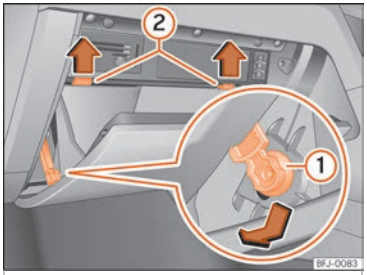

Fig. 103 Cassetto portaoggetti (volante a destra): accesso alla scatola dei fusibili.
• Spostare l'elemento frenante ››› **fig. 103** ① nel foro del supporto verso il basso ed estrarlo lateralmente.
• Premere i perni di battuta ››› **fig. 103** ② verso l'alto, nella direzione indicata delle frecce, e al tempo stesso aprire ulteriormente il cassetto portaoggetti.
• Per montare il cassetto portaoggetti, collocarlo nella posizione adeguata. Inserire il freno nel foro del supporto e spostarlo in su fino a che non si avverte il suono dell'innesto. Premere delicatamente il cassetto portaoggetti in avanti, superando la resistenza dei perni di battuta ››› **fig. 103** ②.